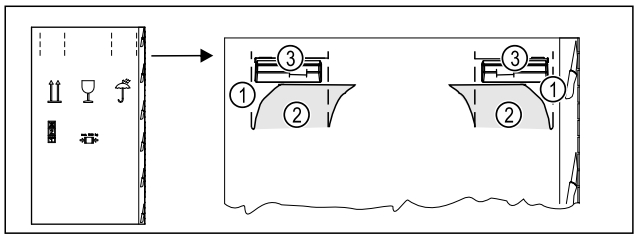

*Fig. 5*
- ▶ Vtlačte obalový karton nahoře na perforaci *Fig. 5 (1)*.
- ▶ Vytáhněte vtlačené spojky *Fig. 5 (2)*.
- ▷ Pravá a levá rukojeť *Fig. 5 (3)* je viditelná.
- ▶ Držte spotřebič za rukojeti *Fig. 5 (3)*.